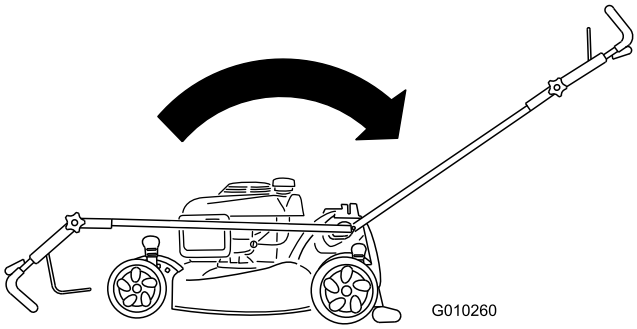

Figur 3
1. Flyt håndtaget bagud og hold det øverste håndtag på plads (Figur 3).